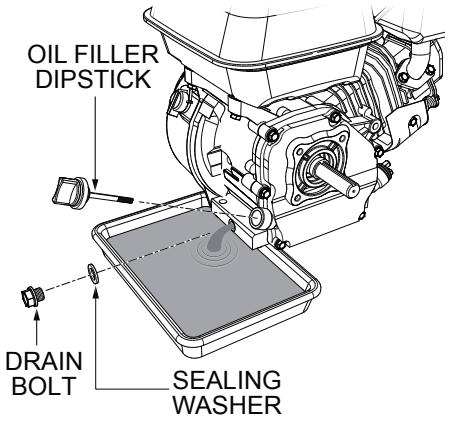

Figure 56. Draining Engine Oil
1. Remove the drain bolt and sealing washer (Figure 56), and allow the oil to drain into a suitable container.